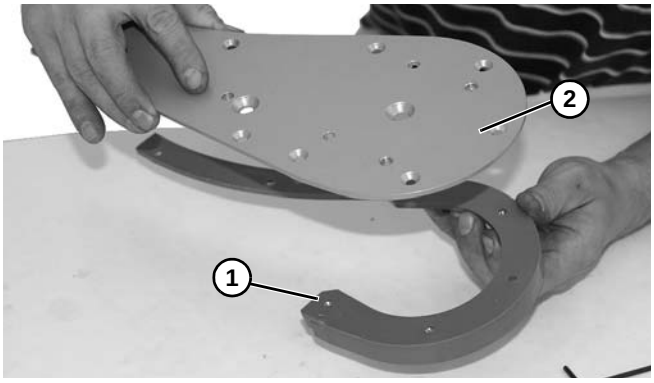

Figure 82
3. Remove retaining guide **(Figure 82, item 1)** from idler head plate assembly **(Figure 82, item 2)**. Replace components, as needed.